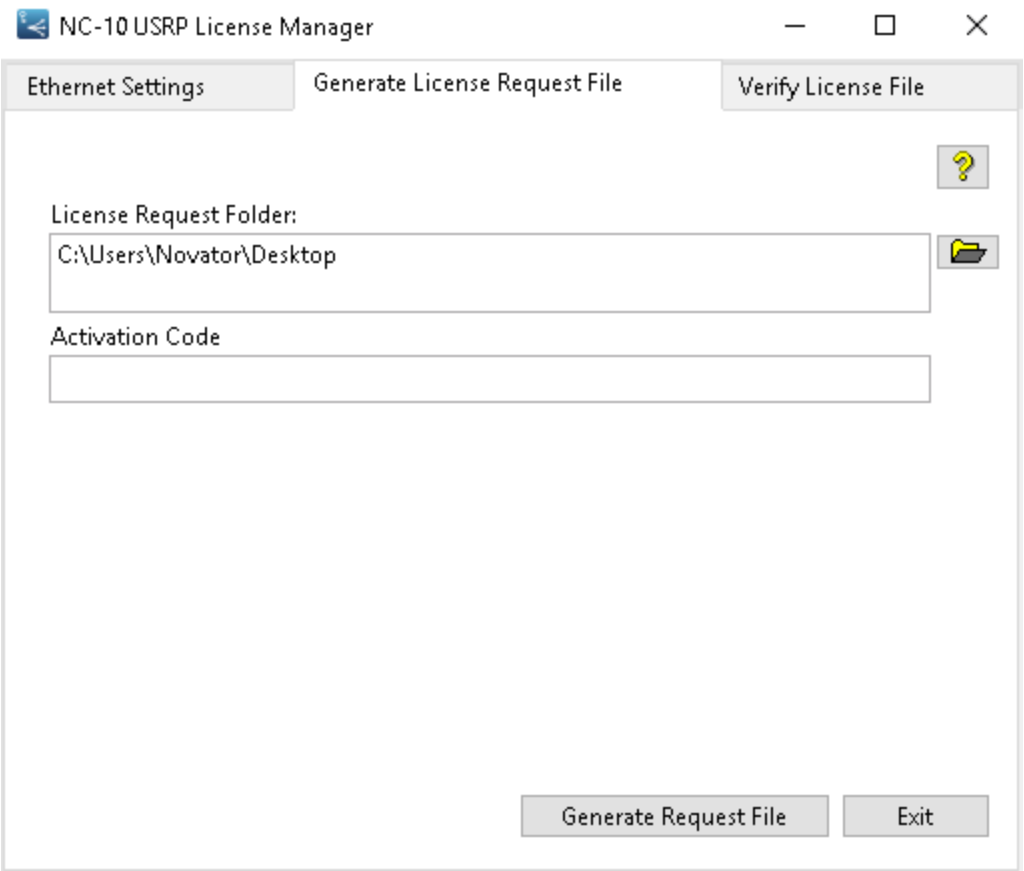

Figure 3: License Request File Generation.
2. Press "Initialize". If the PC IP Address is correct, the program will switch to the next screen (see Figure 3 below). Make sure to enter Activation Code in case NC-10 was purchased through LabVIEW Tools Network. In License Request Folder enter a place where you want the request file to be saved, for example Desktop.